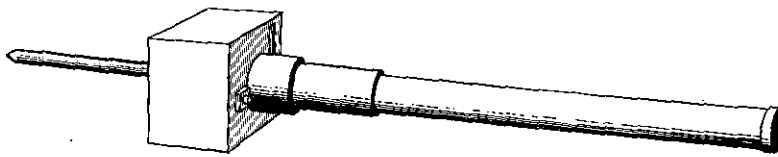

Figure 90.—70-mm barrage mortar, showing spike and block used as balance.
(1) The wooden block base (fig. 90).
(2) The spike extension rod.